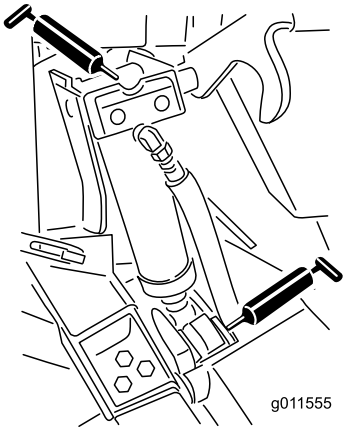

Figur 46
- Fyra lyftcylinderbussningar (Figur 46)